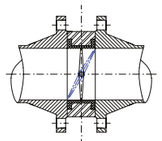
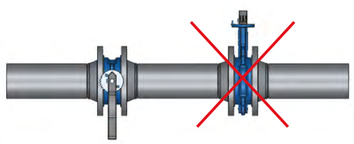

рис. 2
рис. 4
2. Перед началом монтажа убедитесь, что внутренний диаметр фланцев соответствует номинальному диаметру дискового затвора (рис.2). Затворы рекомендуем монтировать таким образом, чтобы вал затвора был в горизонтальном положении (±30°) и открытие диска (подъем нижней части диска) осуществлялось «по потоку» (рис. 4). При такой установке взвесь вымывается потоком воды из седлового уплотнения затвора. Установка затвора в положении с вертикальным расположением вала приводит к тому, что в лотковой части затвора в зоне уплотнения вала и диска отлагаются абразивные частицы. Это, в свою очередь, ведет к преждевременному абразивному износу манжеты, последствием которого является потеря затвором способности герметично перекрывать поток и появление течи через уплотнение вала.